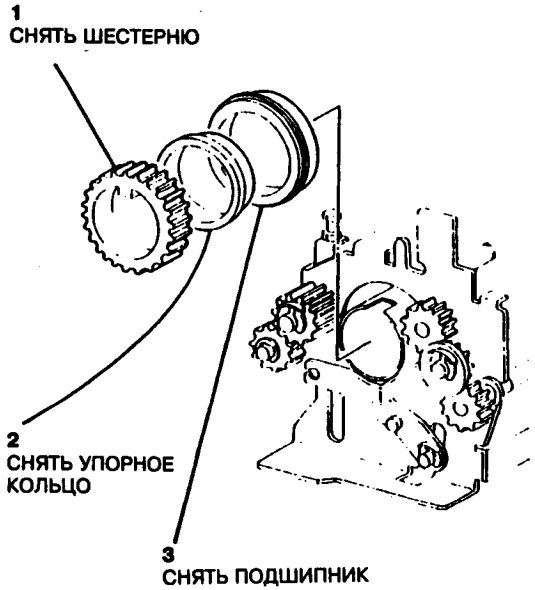

Рис.4 Снятие упорного кольца шестерни нагревательного валика
8. Снять упорное кольцо и подшипник шестерни нагревательного валика на задней стороне машины (рис.4).